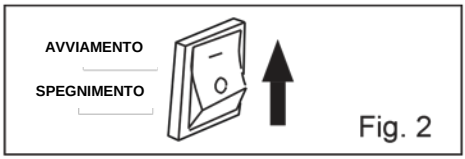

Fig. 2
2. Ruotare l'interruttore del MOTORE (Fig. 2) in posizione "ON".